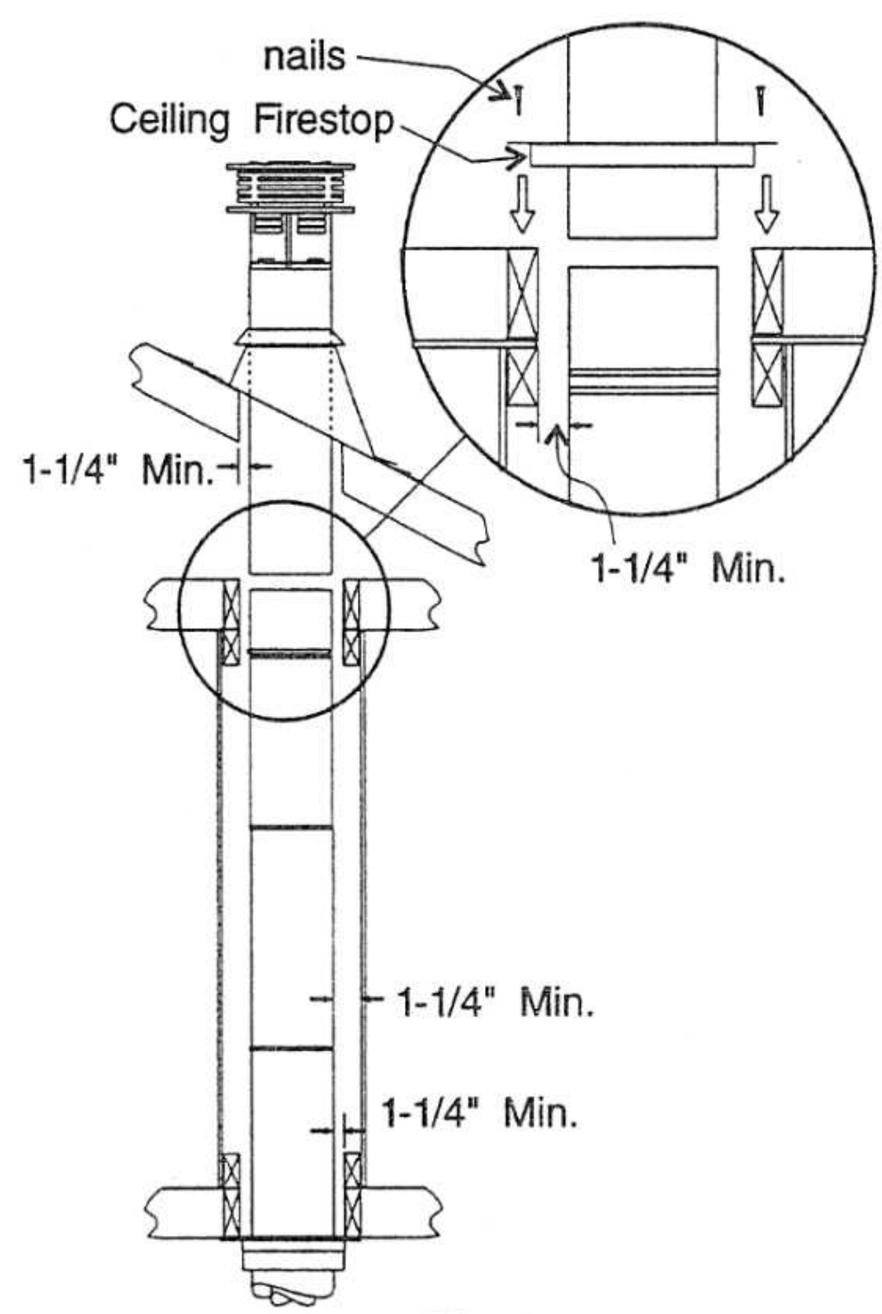

Fig. 11
a) For multistorey vertical installations, a Ceiling Fire stop (Part# 946-552, Dura-Vent #963) is required at the second floor, and any subse quent floor. Fig. 11. The opening should be framed to 10 " x 10" inside dimensions, in the same manner as shown in Fig. 8.